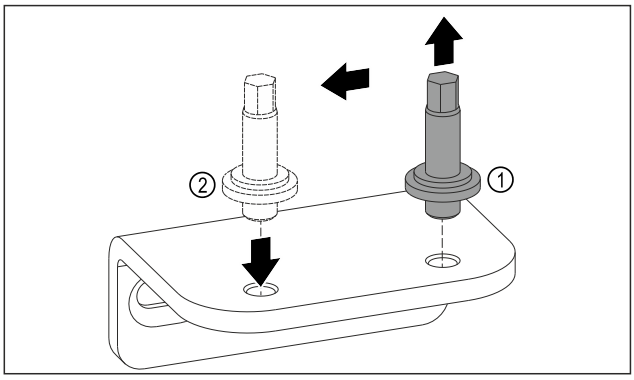

Fig. 11
- ▶ Izskrūvējiet apakšējā gultņa balsta tapu ar ārēju sešstūra uzgriežņatslēgu SW5. *Fig. 11 (1)*
- ▶ Ievietojiet tapu pretējā pusē. *Fig. 11 (2)*